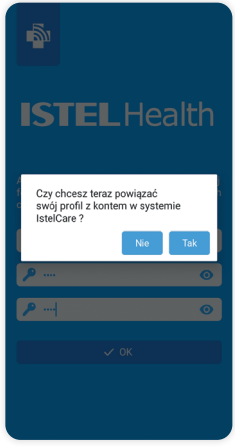

Rys. 36
3. Pojawi się pytanie czy chcesz powiązać swój profil z kontem w systemie Istel Care (Rys. 36). Wybierz TAK lub NIE. Po wybraniu TAK: